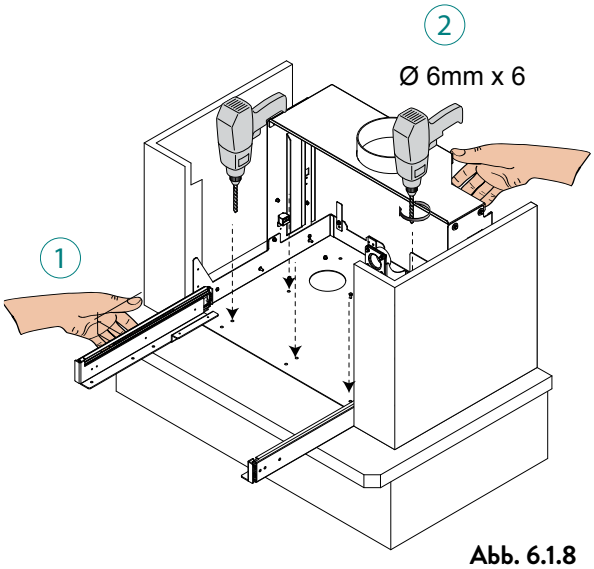

Abb. 6.1.8
8) Stellen Sie die Stützkonstruktion des Ofeneinsatzes an der vorgesehenen Montagestelle (1) auf, markieren und bohren Sie 4 Löcher mit je Ø 6 mm für die Befestigung (2) – benutzen Sie die Basis der Konstruktion als Schablone. Bohren Sie dann die Löcher mit einem Bohrer mit 6 mm Durchmesser (Abb. 6.1.8)